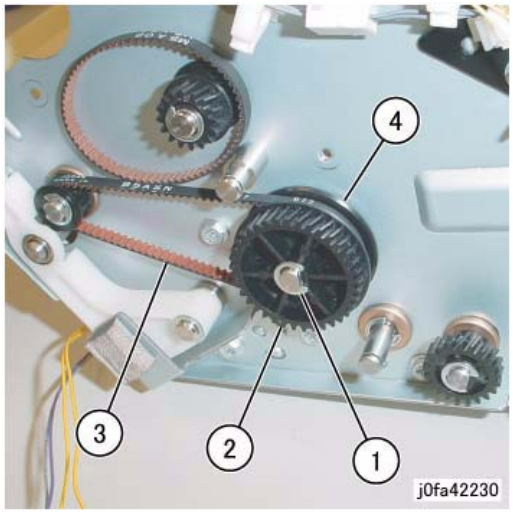

Figure 4 Removing the Gear Pulley
10. Remove the Gear Pulley (Figure 4):